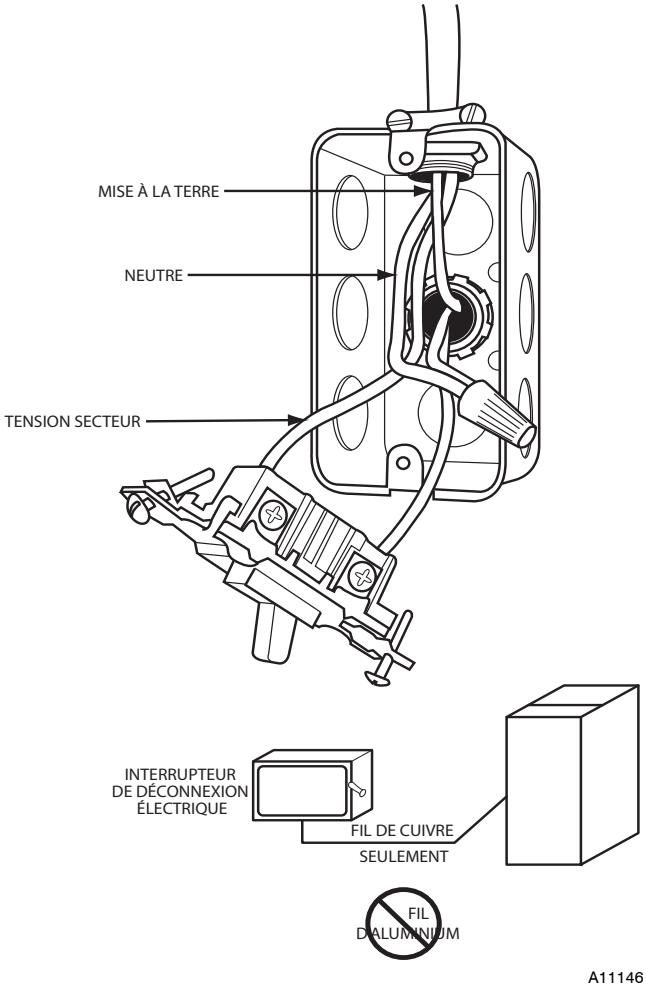

Fig. 32 - Coffret électrique fourni sur place sur le caisson de la chaudière
Ne jamais brancher un fil en aluminium entre le disjoncteur et la chaudière. Utiliser uniquement du fil de cuivre. Voir la Fig. 32.
1. Fixer un coffret électrique externe fourni sur place à l'extérieur du caisson en vissant deux vis fournies sur place à partir de l'intérieur du coffret sur le caisson. Voir la Fig. 32.
9. Terminer la pose et le câblage du disjoncteur. Raccorder les fils d'alimentation comme illustré à la Fig. 32. Respecter les bonnes pratiques professionnelles (NEC aux É.-U. pour les traversées de câbles, anti-traction, etc., CANADA : Code canadien de l'électricité CSA C22.1)